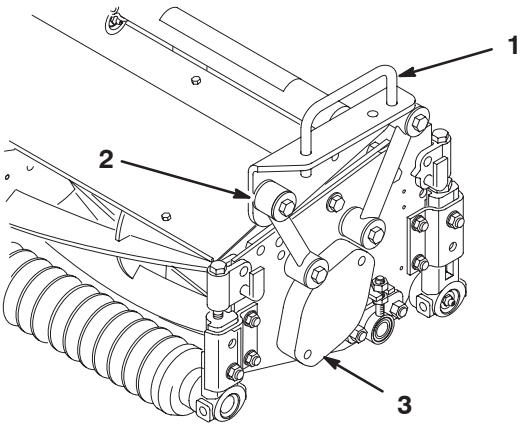

Figur 3
3. Fäst varje monteringslänk på bärramen med en huvudskruv (3/8 x 2 1/4 tum), 2 planbrickor och en låsmutter enligt figur 3. Placera en bricka på varje sida om länken vid montering. Dra åt till 42 Nm.